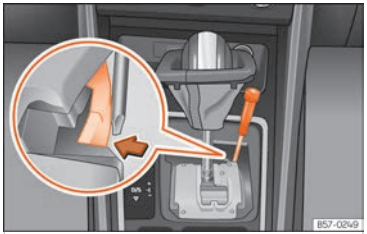

Fig. 101 Selector lever: manual release in the parking position.
- Using the flat part of a screwdriver, press the yellow tab sideways and hold it down down ››› Fig. 101.